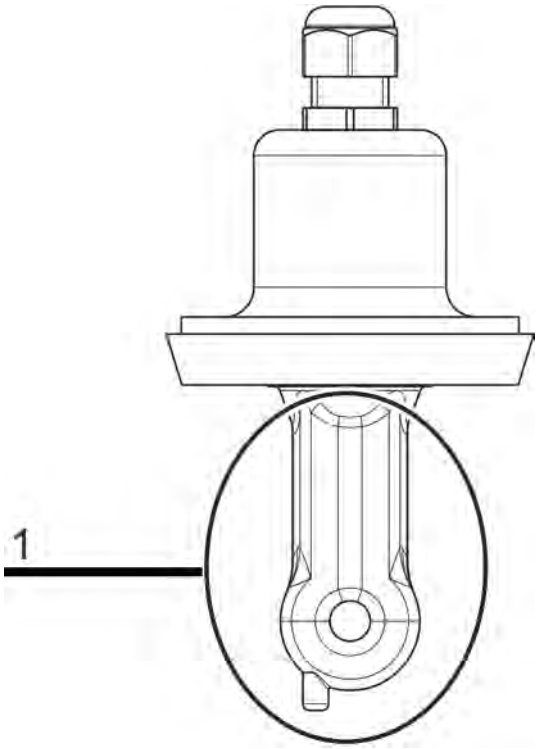

Fig. 73: Corpo sensore di un sensore Ci (Pos. 1)
3. Posizionare il sensore in modo che il corpo del sensore sia sospeso liberamente in aria. (Vedi Fig. 73 .)